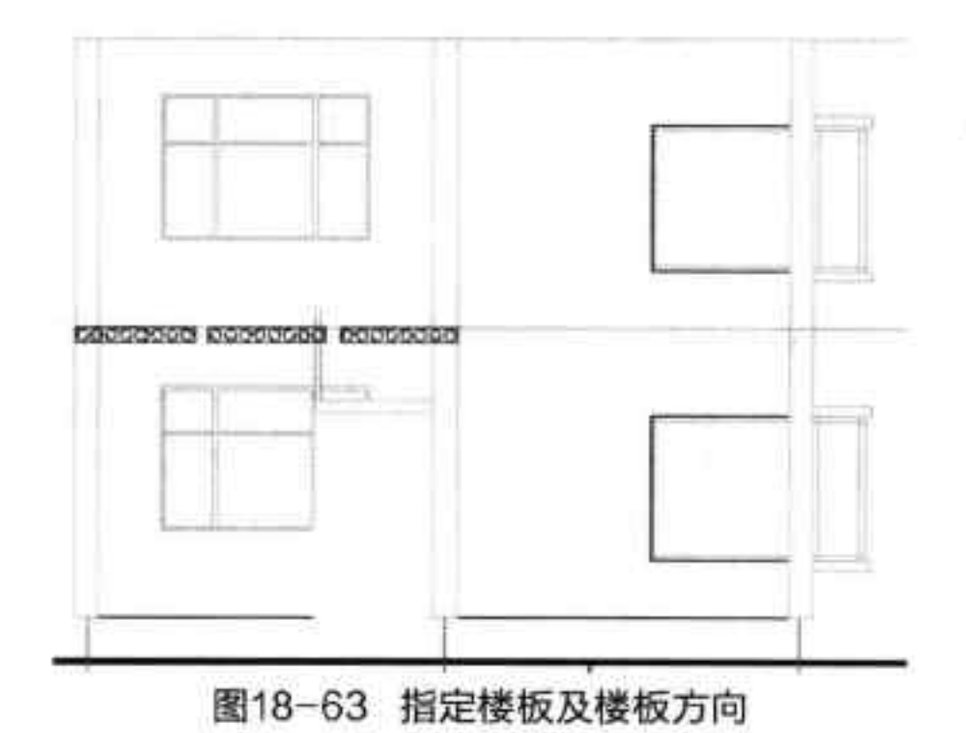

图18-63 指定楼板及楼板方向
Step 02 单击“确定”按钮，根据命令行提示，指定楼板位置及方向，结果如图 18-63 所示。